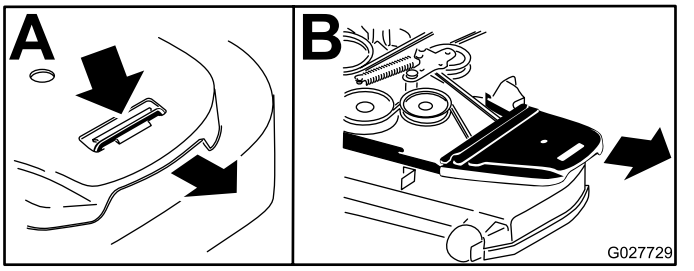

Figure 73
4. Déposez les protège-courroies (Figure 73).